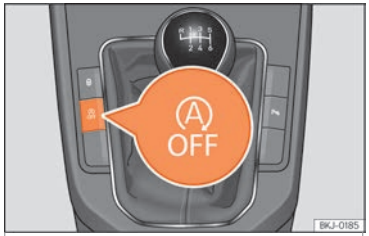

Fig. 138 Consola central: botão do sistema Start/Stop.
- Para desligar/ligar manualmente o sistema Start-Stop, pressione o botão **›››** **Fig. 138**.